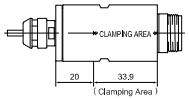

Fig. 6
① When mounting a spindle, refer to the Clamping Area etched on the spindle. (Fig. 6)